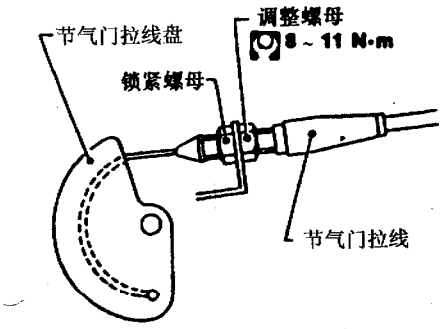

图 8－7－7 调整节气门拉线
(1) 如图 8－7－7 所示，松开锁紧螺母，拧紧调整螺母，直到节气门拉线开始移动为止。